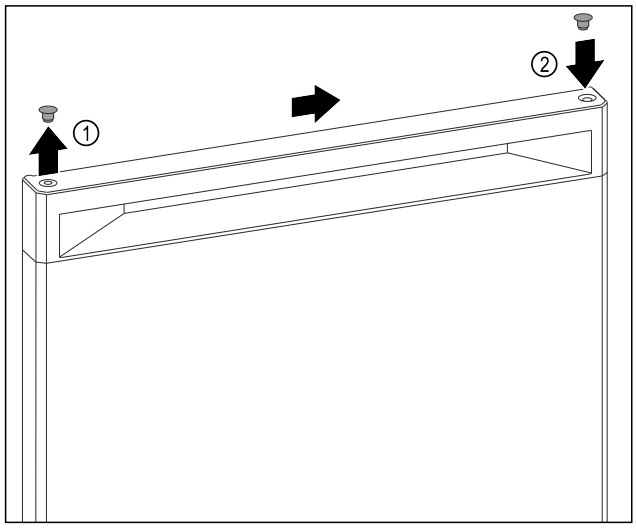

Fig. 7
- ▶ Ridicați cu precauție dopurile de acoperire de pe partea superioară a ușii *Fig. 7 (1)* cu șurubelniță plată.
- ▶ Montați dopurile de acoperire pe partea opusă. *Fig. 7 (2)*